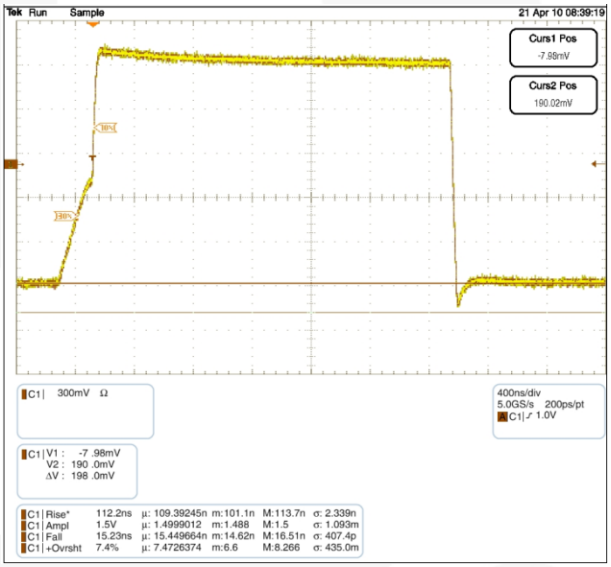

Figure 4. Waveform C: 600pF, Total R_{PU}: 2.2KΩ
Due to I^2C's open-drain topology, I^2C masters and slaves are not push-pull drivers. Logic LOWs are "pulled down" (I_{sink}), while logic HIGHs are "let go" (3-state). For example, when the master lets go of SCL (SCL always comes from the master), the rise time of SCL is largely determined by the RC time constant, where R = R_{PU} and C = the bus capacitance. If the FXMAR2104 is attached to the master [on the A port] and there is a slave on the B port, the Npassgates act as a low resistive short between the ports until either of the port's $V_{CC}/2$ thresholds are reached. After the RC time constant has reached the $V_{CC}/2$ threshold of either port, the port's edge detector triggers both dynamic drivers to drive their respective ports in the LOW-to-HIGH (LH) direction, accelerating the rising edge. The resulting rise time resembles the scope shot in Figure 4. Effectively, two distinct slew rates appear in rise time. The first slew rate (slower) is the RC time constant of the bus. The second slew rate (much faster) is the dynamic driver accelerating the edge.